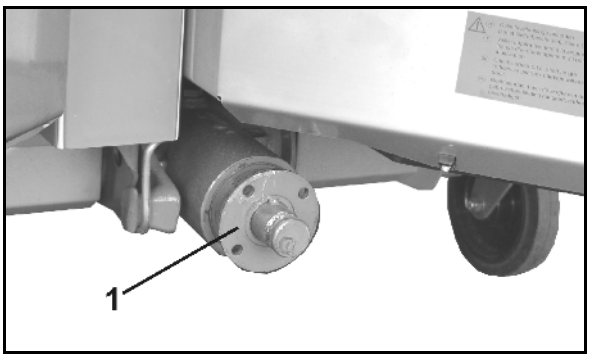

図 37
1. フランジブシュ (図 37/1) を引き抜き用工具でギアボックス入力軸から引き抜きます。